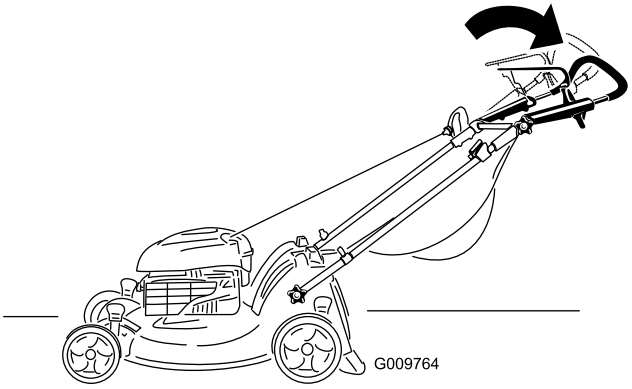

Figur 19
2. Flyt det øverste håndtag hen til den ønskede position (Figur 19).
3. Stram den øverste håndtagsknap godt til (figur 19).